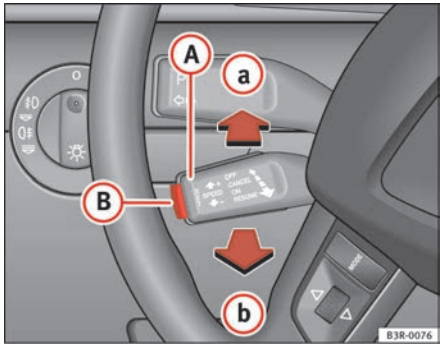

Fig. 144 Controls for the cruise control system
- press the lever (A) ⇒ fig. 144 to position (a) (click stop not engaged).